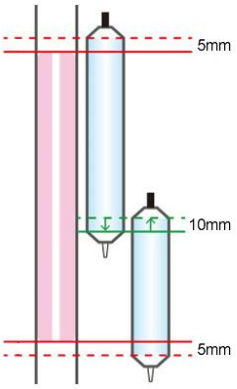

図 1
2. 本品の複数使用が必要となった場合には、バルーンを少なくとも 10mm オーバーラップさせること(図 1)。